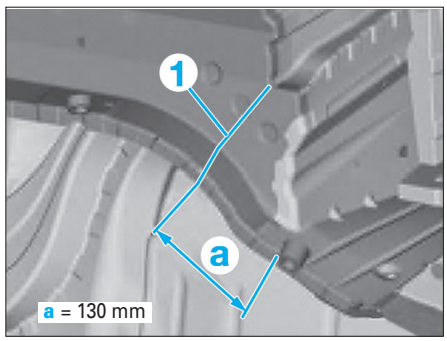

FIG. 4
• Procéder la découpe (1) du longeron d'après la distance (a) **(Fig.4)** sans couper la doublure.